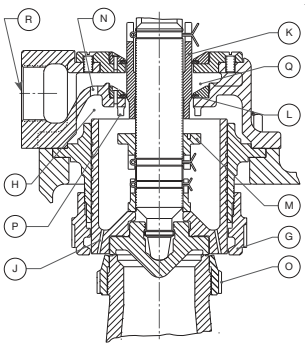
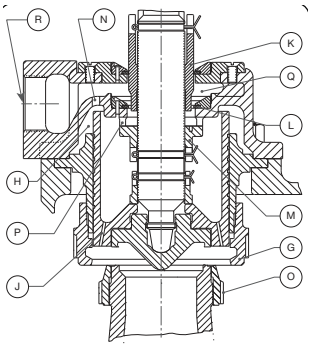

Figure 6: 100% Lift
Figure 7: Full Lift
In Figure 6, 100% lift is attained by proper location of the upper and lower adjusting rings (G) and (O), respectively. When full lift is attained, as in Figure 7, lift stop (M) rests against coverplate (P) to eliminate hunting, thus adding stability to the valve. When the valve discharges in an open position, steam is bled into chamber (H) through two bleed holes (J) in the roof of the disc holder. Similarly, the spindle overlap collar (K) rises to a fixed position above the floating washer (L). The area between the floating washer and the spindle is thereby increased by the difference in the two diameters on the overlap collar. Under this condition, steam in chamber (H) enters into chamber (Q) through the secondary area formed by the floating washer (L) and the overlap collar (K) on the spindle, then through orifice (N), and escapes to atmosphere through the pipe discharge connection (R).